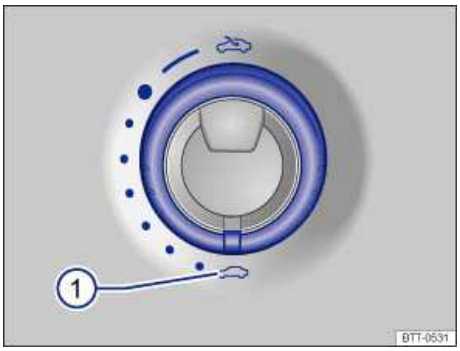

Fig. 32 In the headliner: Sunroof rotary switch.
- The switch must be rotated to the “Closed” position ⇒ fig. 32 (1).